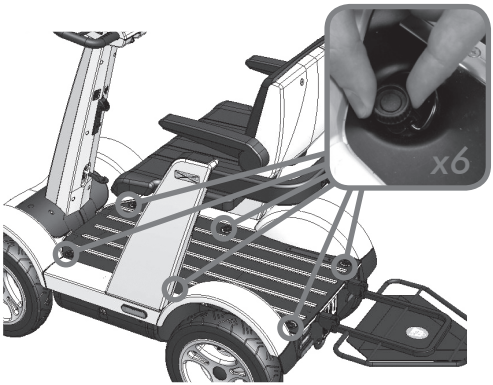

Abb. 1
1.1. Lösen Sie zunächst die Fußbodenplatte des minniemobil, indem Sie die sechs dort befindlichen Schrauben von Hand herausdrehen (Abb. 1).